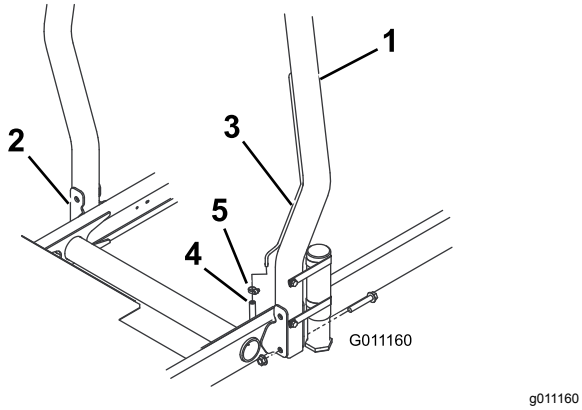

Figur 12
1. Senk veltebøylen på trekkenhetens monteringsbraketter på linje med monteringshullene. Kontroller at utluftingsslangen på veltebøylen er på venstre side av maskinen (Figur 12).
2. Fest hver side av veltebøylen til monteringsbrakettene med to flenshodebolter og låsemuttere (Figur 12). Trekk til festene med et moment på 81 N·m.